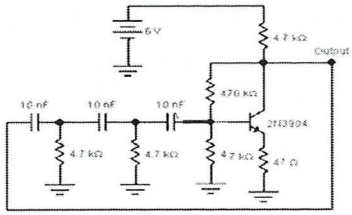

Figure 2.11
5.Calculate the expected output frequency for the circuit shown in Figure 2.11 below.